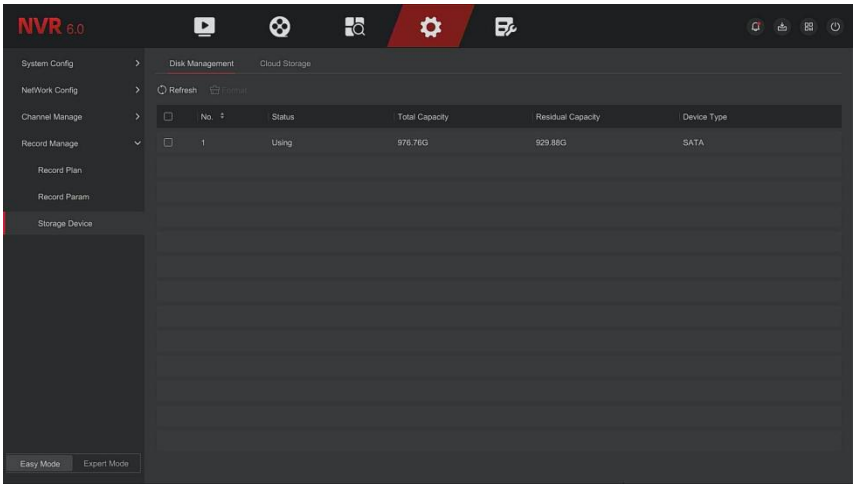

Figure 5-54
Step 1: In the main menu, click " Config → Easy Mode → Record Manage →Storage Device" to enter storage device interface, as shown in Figure 5-54 below.